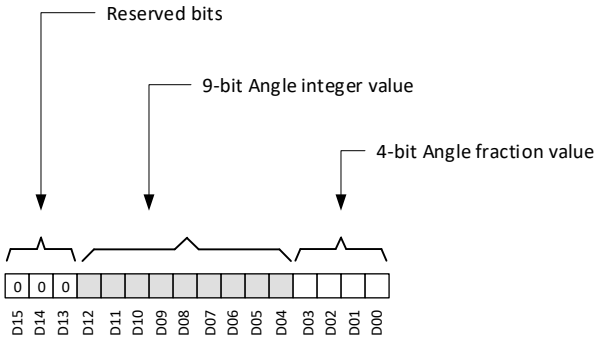

图 7-8. Angle Data Definition
The TMAG5170-Q1 calculates the angle based off the ANGLE_EN register bit settings. 图 7-8 shows that the ANGLE_RESULT register stores the angle information in the 13-LSB bits. Bits D04-D12 store angle integer value from 0 to 360 degree. Bits D00-D03 store fractional angle value with a resolution of 1/16 degree. The 3-MSB bits are always populated as b000. The TMAG5170-Q1 CORDIC offers angle resolution of 1/4 degree. An external CORDIC may be used if higher angle resolution is required. Use 方程式 7 to calculate the angle.
- D_i is the data bit as shown in 图 7-8.